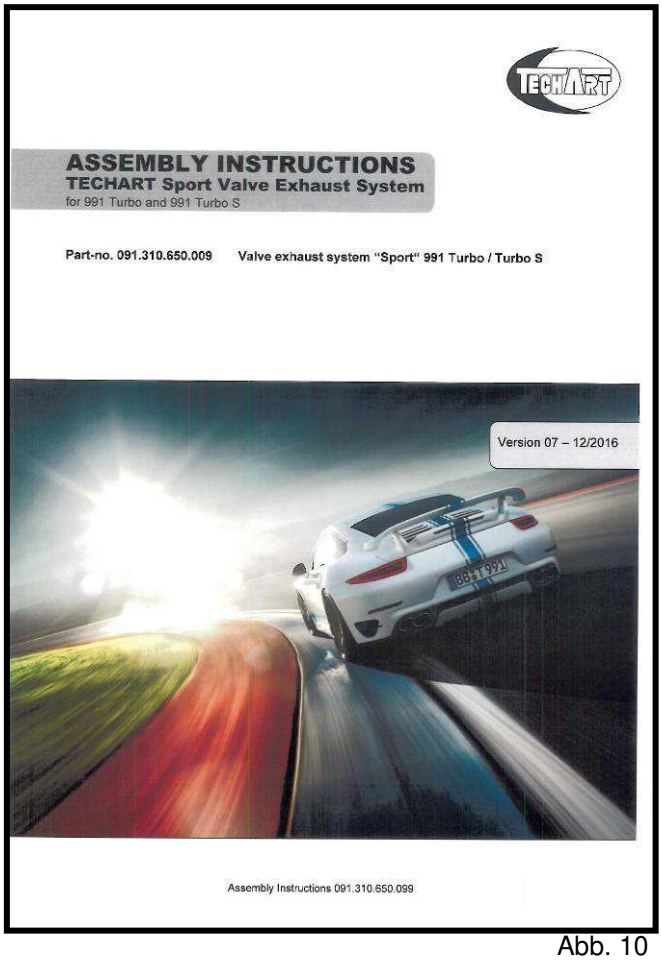

Abb. 10
9. TECHART Auspuffanlage laut separater Montageanleitung vormontieren und einbauen. Siehe Abb. 10(Bild zeigt beispielhaft die TECHART Klappenabgasanlagen-Montageanleitung (091.310.650.099)